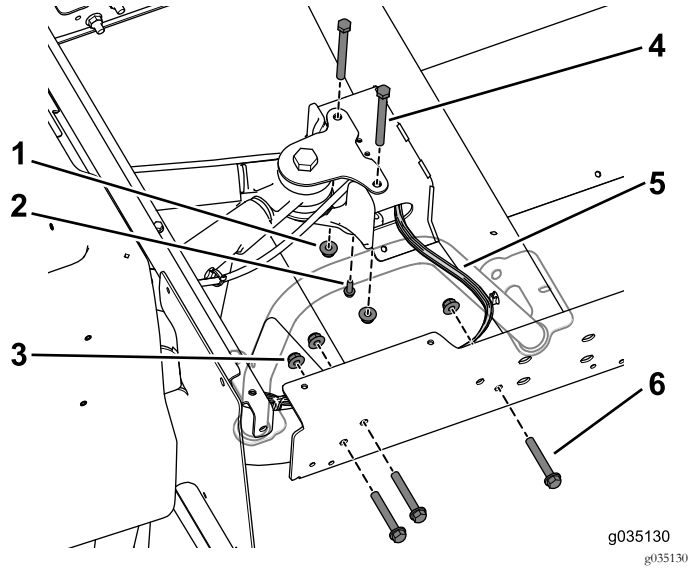

Figuur 76
8. Gebruik de 3 bouten (3/8 x 2-1/2 inch) en flensmoeren om de verlengrail aan het achterframe te bevestigen (Figuur 76). Doe dit aan beide zijden van de machine.
Opmerking: Zorg dat de kabelboom het middelste kanaal aan de rechterkant verlaat (Figuur 76).
9. Gebruik de zelftappende schroef (1/4 x 3/4 inch) om de remleiding aan het centrale kanaal te bevestigen (Figuur 76).
10. Gebruik de 2 bouten (3/8 x 3-3/4 inch) en flensmoeren om het middelste kanaal losjes aan de achterste bevestiging vast te maken (Figuur 76).